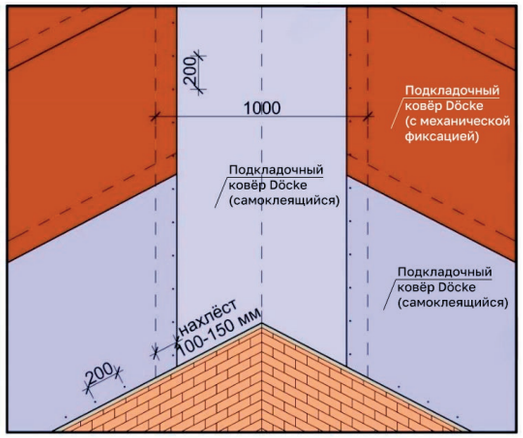

Рис. 12. Схема монтажа подкладочного ковра в ендове и на смежных скатах.
4.1.2 В первую очередь укладываются подкладочные ковры Döcke в месте устройства ендовы, если таковая имеется. Укладка подкладочного ковра в ендове показана на рис. 12. Далее осуществляется монтаж подкладочного ковра вдоль карнизного свеса. Монтаж подкладочного ковра вдоль фронтона осуществляется после монтажа подкладочного ковра вдоль карнизного свеса.